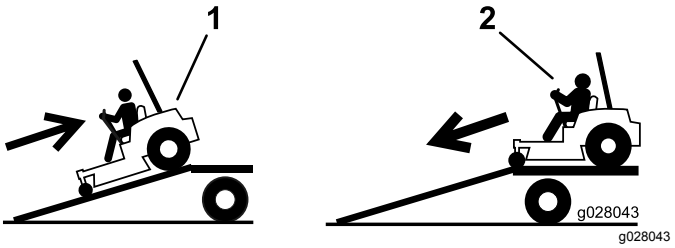

Figuur 45
4. Rij de machine achteruit op de oprijplaat (Figuur 45).
2. Rij de machine vooruit de oprijplaat af (Figuur 45).